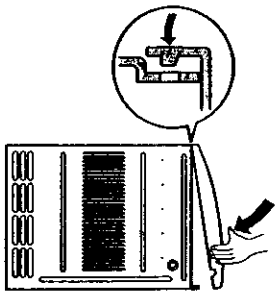

Figure 113 Front Installation
- Hook upper tabs of front grille into slots on the cabinet top. (See Figure 113)
- Push front grille's tips toward the cabinet in order to snap side tabs into the cabinet. (See Figure 113)